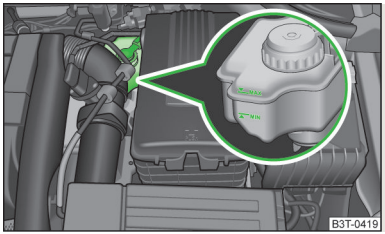

Fig. 166
- If the fluid level has dropped below the MIN marking » Fig. 166 on page 214, do not continue your journey - there is a risk of an accident! Seek help from a specialist garage.
› Check the level of brake fluid in the reservoir » Fig. 166.